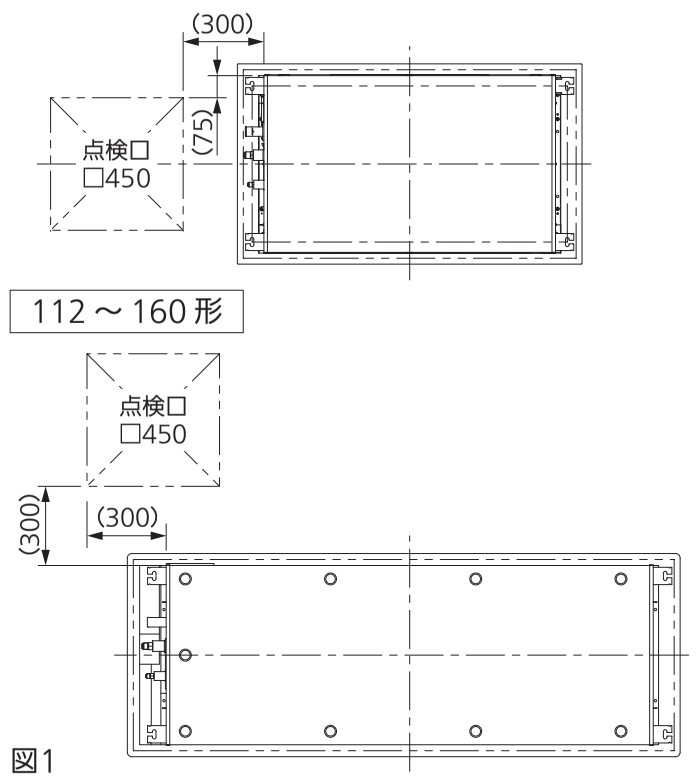

図1
- サービス時の作業用スペースを考慮してください。（図 1）